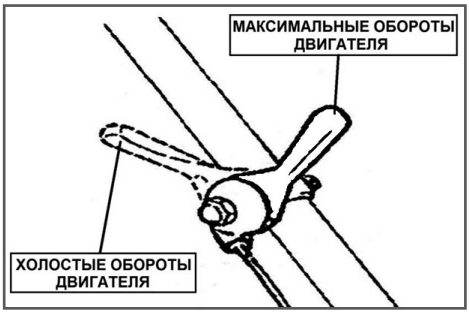

Рис. 10 Рычаг газа
3. Переведите рычаг газа на 1/3 хода в сторону положения максимальных оборотов двигателя (Рис. 10).
1. Переведите двигатель в режим холостого хода, для этого переведите рычаг газа в положение холостых оборотов двигателя (Рис. 10).